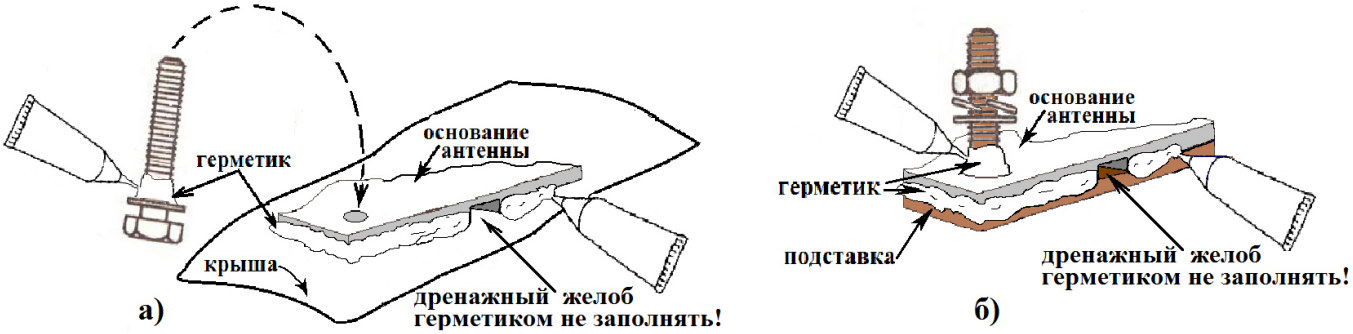

Рисунок 5
2.2.3.11 Установить шайбы на болты (по 4 шт. каждого наименования на одну опорную стойку из комплекта КМАЛ-2). Нанести герметик «Пентэласт-1101» (или аналог) на поверхности шайб по внутреннему диаметру и резьбу болтов непрерывным швом толщиной от 3 до 4 мм (рисунок 5а).